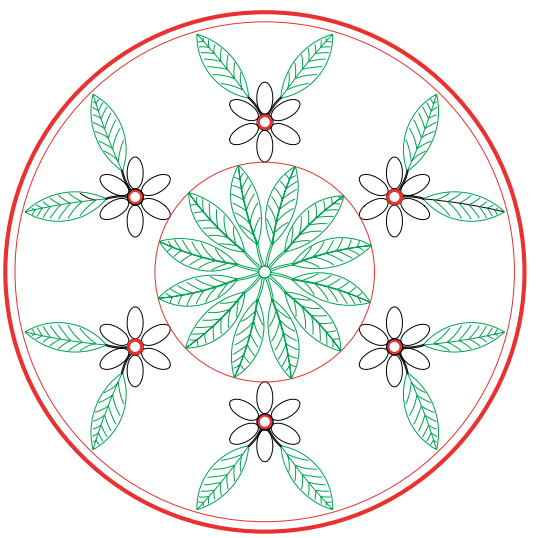

Fig. 10.7 Example – **DXF file**. Drawing to be saved as a dxf file
1. Open a drawing in AutoCAD. This example is shown in Fig. 10.7.